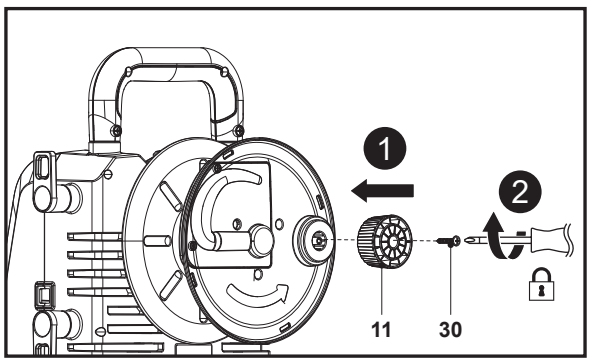

Fig. 3
1. Aliniază gaura de montare de pe butonul pentru tamburul de furtun (11) cu baza de pe aparat, apoi folosește o șurubelniță cu cap în cruce adecvată (nefurnizată) pentru a strânge conexiunea cu șurubul (ST4,8 x 16) (30) (fig. 3, pașii 1, 2).